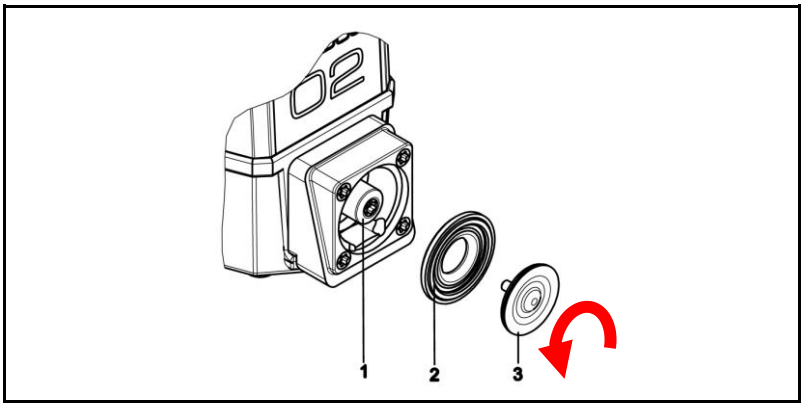

Fig. 67: sostituzione della membrana di lavoro
3. Afferrare la membrana di lavoro (**3**) dai bordi laterali opposti, sollevarla e svitarla ruotandola in senso antiorario (v. freccia in Fig. 67)